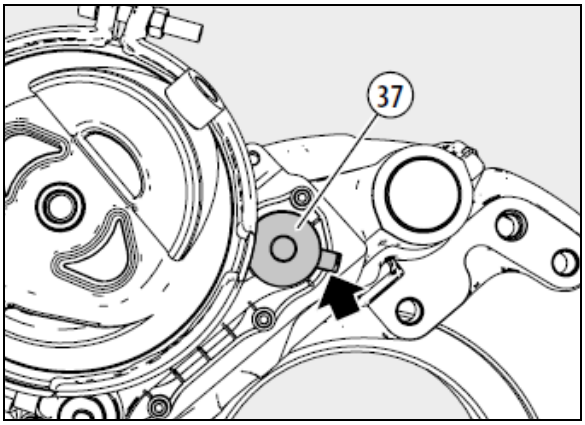

FIGURE 42: TAB POSITIONING OF THE CAP
16. If necessary, clean the contact area of the cap. Lightly grease the contact surface of the cap with white grease. The tag of the adjuster cap (37) should be positioned as shown by the arrow in the adjacent figure. This ensures access is maintained for subsequent removal (see Figure 42).
*Note: A new adjuster cap (37) should be fitted even if the brake pads are not being replaced.*